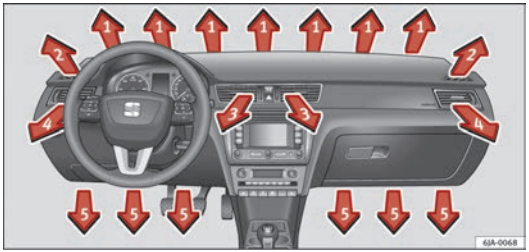
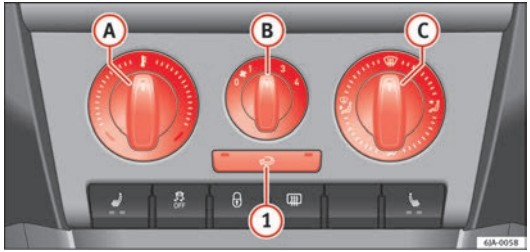

Fig. 97 Air vents
Fig. 98 Heating: controls
– The air circulation height can be varied by changing the position of the sliding adjuster upwards or downwards ⇒ Fig. 97.
The flow of air from the vents is controlled using control Ⓒ ⇒ Fig. 98. Vents **3** ⇒ Fig. 97 and **4** can be opened and closed individually.
– Turn rotary control (A) ⇒ Fig. 98 clockwise to increase the temperature.
– Turn rotary control (A) anti-clockwise to reduce the temperature.
– Turn rotary control (B) ⇒ Fig. 98 to position 1 to 4 to switch the blower on.
– Turn rotary control (B) to position 0 to switch the blower off.
– Press button (1) ⇒ ⚠ in Air recirculation on page 129 to close the fresh air vent.
– Turn rotary control (C) ⇒ Fig. 98 to select the air vents ⇒ page 126, Air vents you wish to activate.
All controls, except control (B) ⇒ Fig. 98, can be set to any intermediate position.
- Controls (A) ⇒ Fig. 98 ⇒ page 127, (B), (C) and button (1).
– Press button (1) ⇒ Fig. 98 ⇒ page 127 and the lamp in the button will light up.
– Press button (1) ⇒ Fig. 98 ⇒ page 127 again and the lamp in the button will switch off.
If air vent (C) ⇒ Fig. 98 ⇒ page 127 is in position , air recirculation mode switches off automatically. Press the button to switch air recirculation mode back on in this position. ▶